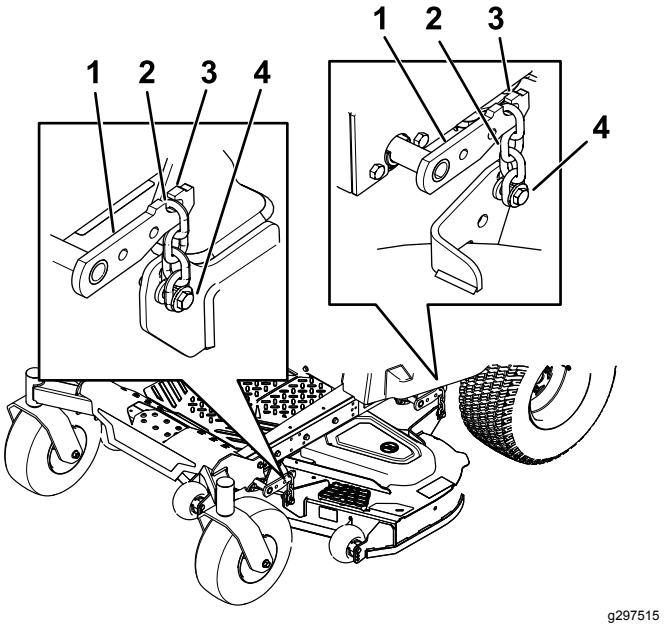

Rysunek 74
5. Poluzuj śruby regulacyjne w każdym z 4 naroży tak, aby podwozie tnące spoczywało bezpiecznie na każdym z 4 klocków (Rysunek 74).
6. Upewnij się, że każdy z 4 łańcuchów jest napięty (Rysunek 74).
7. Dokręć 4 śruby regulacyjne (Rysunek 74).